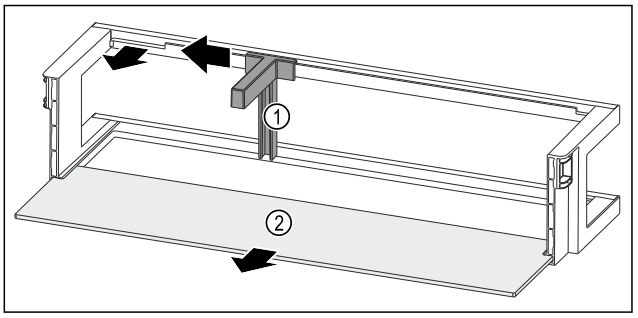

Fig. 138 Raft montat pe ușă cu suport pentru sticle și raft
▶ Împingeți în lateral suportul pentru sticle *Fig. 138 (1)* până la degajare.
▶ Extrageți suportul pentru sticle *Fig. 138 (1)*.
▶ Extrageți raftul *Fig. 138 (2)*.